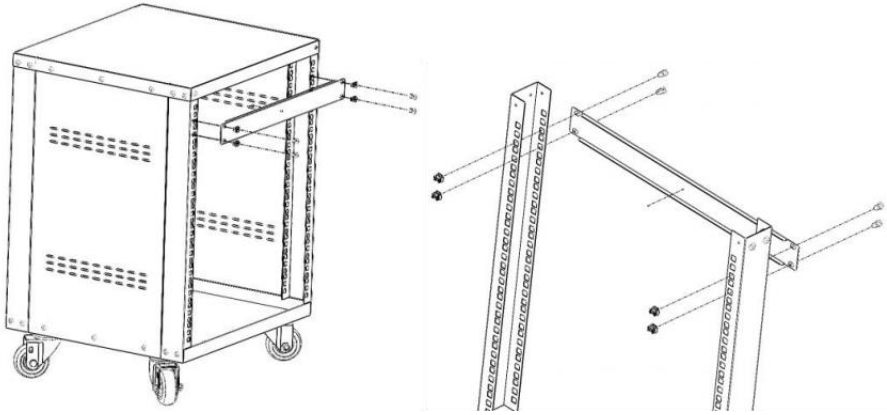

Figuur 5
5. Plaats 1U blind paneel l (⑤) op het rek . Bevestig met de 4 stuks M 6 kooi noten (⑧) en 4 stuks M6*12 kruiskopschroeven (⑨) Zie figuur 5 .